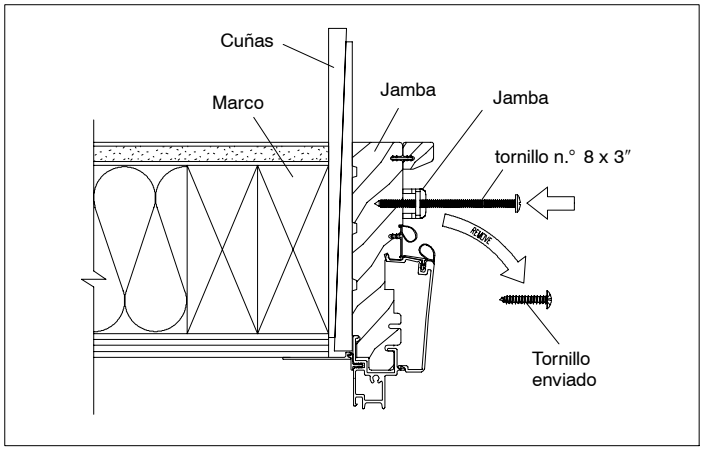

Figura 3: Colocación de tornillos.
1. Asegúrese de que las cuñas hayan sido ubicadas adecuadamente detrás de la cerradura hembra de la jamba, entre la jamba de la puerta y el montante. Ver figura 3.
2. Reemplace los 4 tornillos cortos enviados en la cerradura hembra de la jamba con los tornillos de cabeza plana n.° 8 x 3″ provistos. Ver figura 3. De ser necesario, ajuste la cerradura hembra de la jamba, arriba o abajo para asegurar un suave enclavamiento del pestillo de la jamba en la cerradura hembra de ésta.